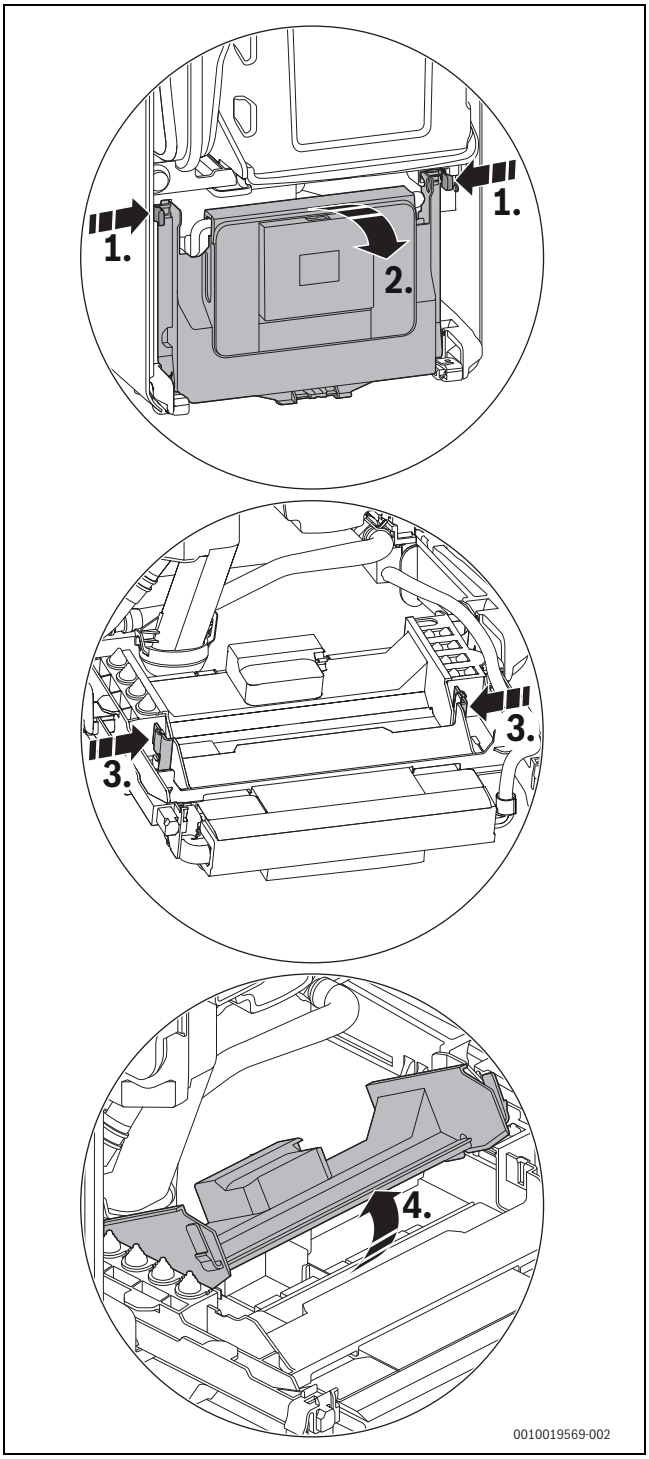

Rys. 129 Otwieranie pokrywy
- ▶ Opuścić klapę sterownika (→ rys. 129, str. 61).